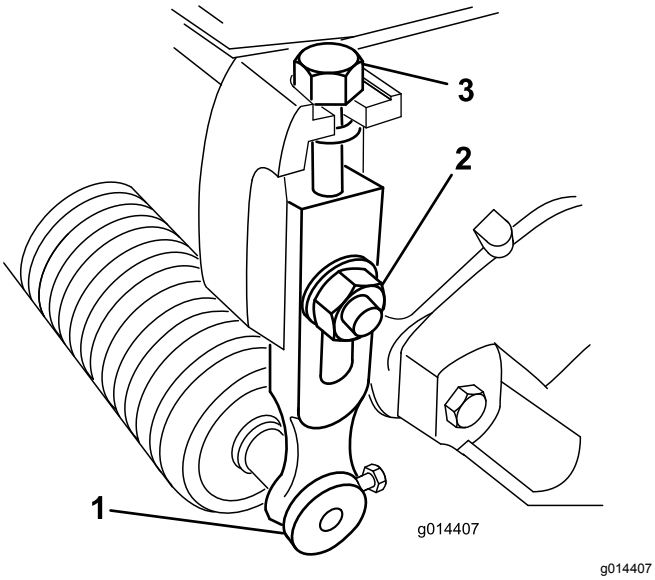

Figur 14
1. Lossa de låsmuttrar som håller fast klipphöjdsarmarna på klippenhetens sidoplåtar (Figur 14).